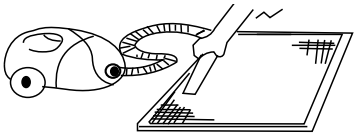

Рис. 1
- При чистке фильтра пылесосом держите его загрязненной поверхностью вверх (рисунок 1).